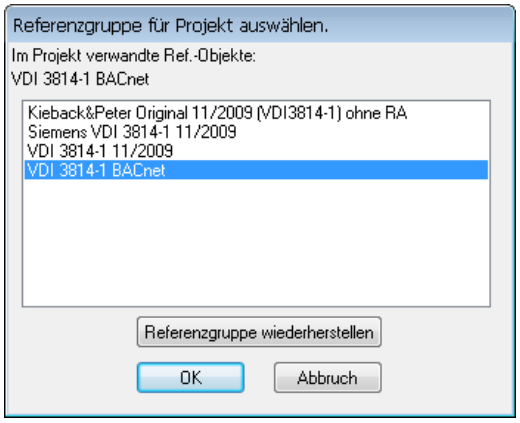

Bild 16.46 – Angabe der Referenzgruppe
- Als Nächstes geben Sie die Referenzgruppe an (Abb. 16.46).